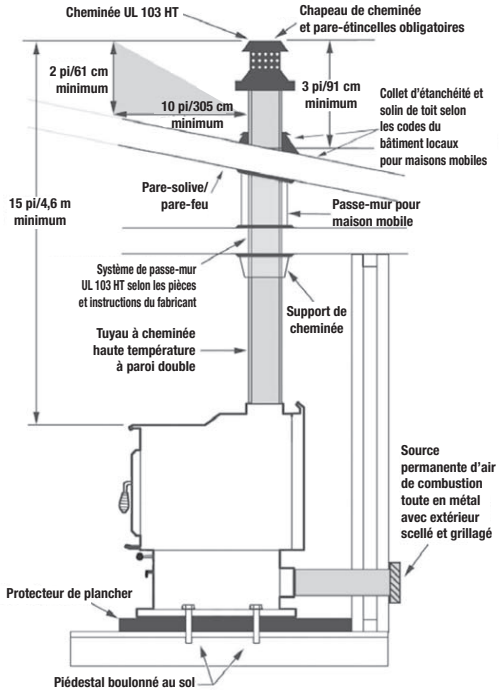

Figure 9 Installation dans une maison mobile
- Doit être installé de façon à ce que son rebord affleure la doublure de la cheminée (consultez la figure 9, page 10).
6. Installez le tuyau de poêle afin qu'il soit inséré aussi profondément que possible dans le passe-mur sans dépasser la doublure du conduit de cheminée (ici encore, consultez la figure 9, page 10)